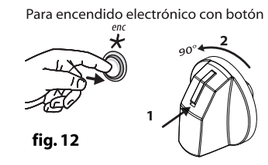

fig. 12
1. Encendido electrónico con botón Accione el pulsador y mientras lo tiene presionado gire la perilla del quemador en sentido anti-horario a la posición máxima (que corresponde a 90° de giro desde la posición OFF). Luego de que el quemador encienda, libere el pulsador y seleccione el tamaño de la llama. (Ver fig. 12)